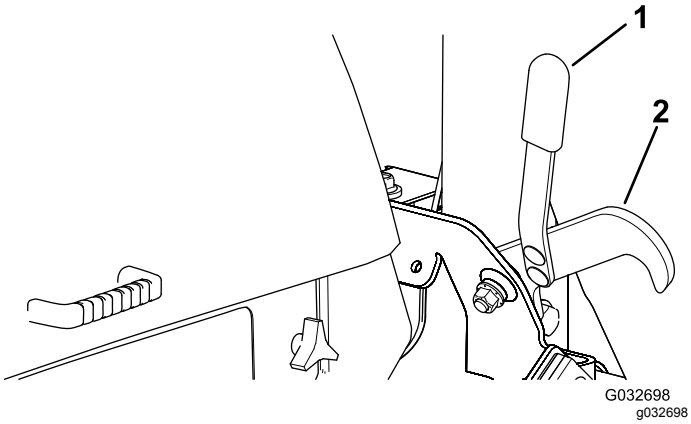

Figur 46
2. Bruk håndtaket til å hekte av låsene som holder klippeenhetene i hevet stilling (Figur 46).